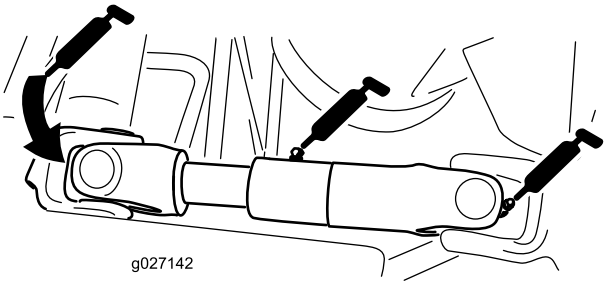

Figuur 45
- Kruiskoppeling van aandrijfas van pomp (3) (Figuur 45)